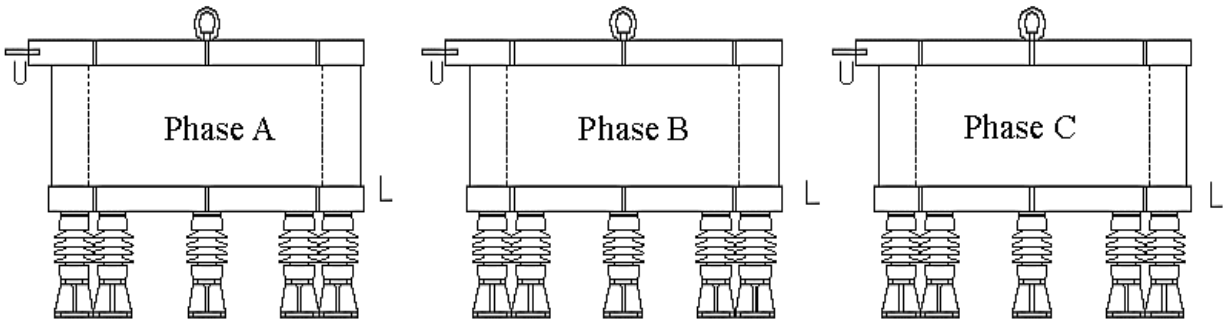

Figure 3: Assembly Diagram of Three Single-phase Reactors in Horizontal Arrangement
14.2.3.1.1- The reactor shall be assembled and installed according to the installation outline drawing and the serial numbers with an installation structure as shown in **Figure 3**.